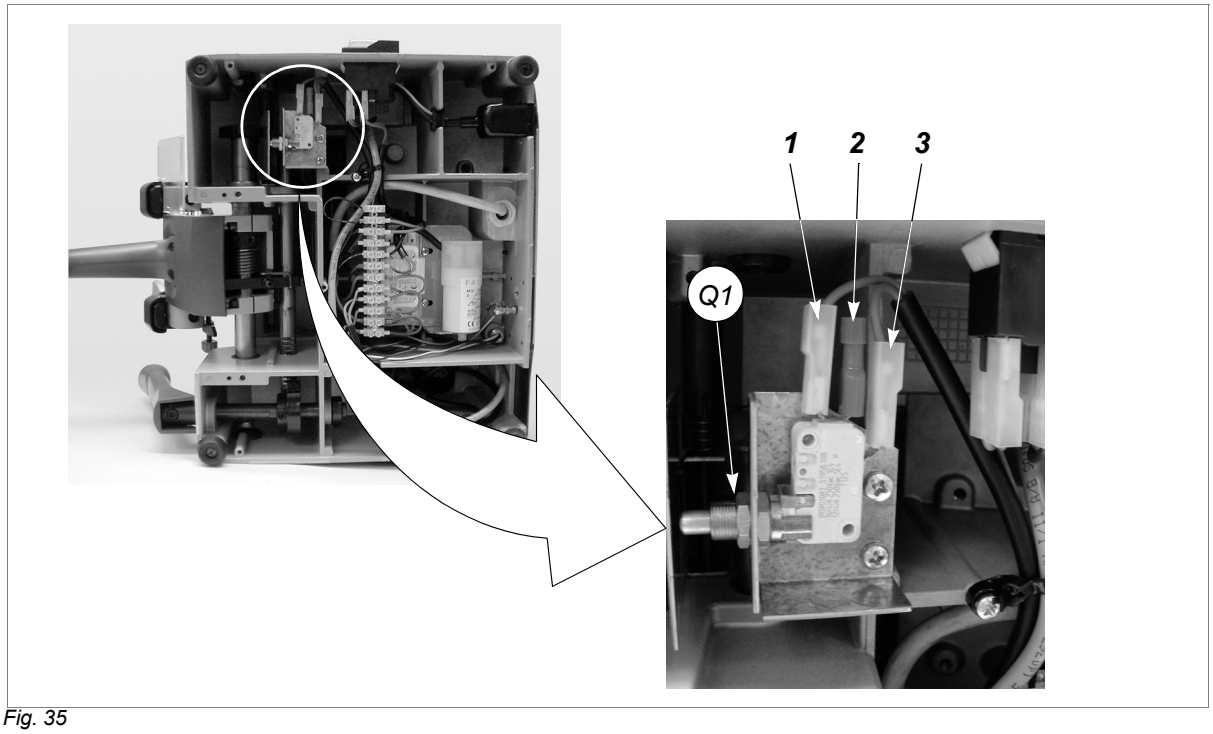

Fig. 35
4) Loosen the nut (Q1) and remove the microswitch (fig.35).